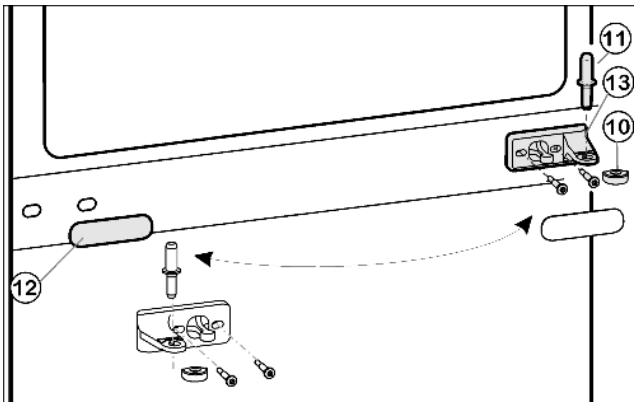
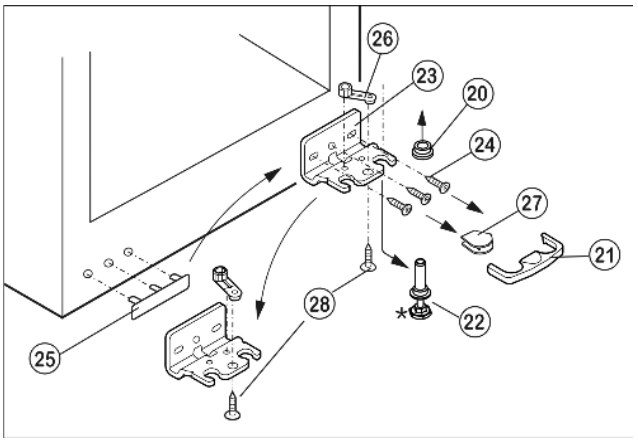

Fig. 5
Fig. 6
▶ Вытащите из опорного кронштейна и нижней дверцы средний опорный палец *Fig. 5 (11)*.
▶ Пластмассовый колпачок *Fig. 5 (10)* снимите.
▶ Снимите средний опорный кронштейн *Fig. 5 (13)*.
▶ Осторожно снимите накладку *Fig. 5 (12)*.
▶ Открутите средний опорный кронштейн *Fig. 5 (13)* и прикрутите его с поворотом на 180° на новую сторону шарнира.
▶ Защелкните накладку *Fig. 5 (12)*, повернув на 180 °, на стороне, где теперь будет ручка.
▶ Предохранитель *Fig. 6 (21)* снимите движением вперед.
▶ Снимите крышку *Fig. 6 (27)*.*
▶ Вытяните опорный палец *Fig. 6 (22)* вниз и вперёд. При этом следите за гнездом шарнира *Fig. 6 (20)*.
▶ Открутите опорный кронштейн *Fig. 6 (23)*(3 шт. Torx 25) *Fig. 6 (24)*.
▶ Открутите опорную деталь *Fig. 6 (26)*(1 Torx 25) *Fig. 6 (28)* и, переставив в отверстие на противоположной стороне опорного кронштейна, снова прикрутите.
▶ Осторожно приподнимите и переставьте крышку *Fig. 6 (25)*со стороны ручки.
▶ Снова прикрутите опорный кронштейн *Fig. 6 (23)* на новой стороне шарнира, при необходимости с помощью аккумуляторного шуруповерта.
- Установите крышку *Fig. 6 (27)* на противоположной стороне.*
- Наденьте гнездо шарнира *Fig. 6 (20)*.
- Установите нижнюю дверцу сверху на нижний опорный палец *Fig. 6 (22)*.
- Снова наденьте пластмассовый колпачок *Fig. 5 (10)* на средний опорный кронштейн *Fig. 5 (13)*.
- Вставьте средний опорный палец *Fig. 5 (11)* на новой стороне шарнира через средний опорный кронштейн *Fig. 5 (13)* в нижнюю дверцу.
- Установите верхнюю дверцу на средний опорный палец *Fig. 5 (11)*.
- При необходимости выровняйте дверцы через два продольных паза в нижнем опорном кронштейне *Fig. 6 (23)* и среднем опорном кронштейне *Fig. 5 (13)* параллельно корпусу устройства. Для этого выкрутите средний винт на нижнем опорном кронштейне *Fig. 6 (23)*.